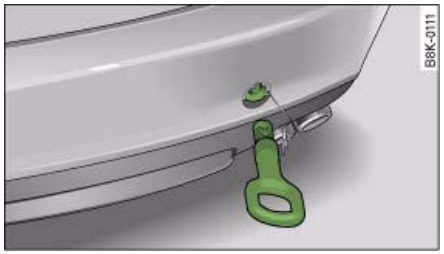

Fig. 282 Rear bumper: Fitting the towing eye
– To detach the cover cap from the bumper, firmly press the lower part of the cap inwards to release it ⇒ fig. 282.